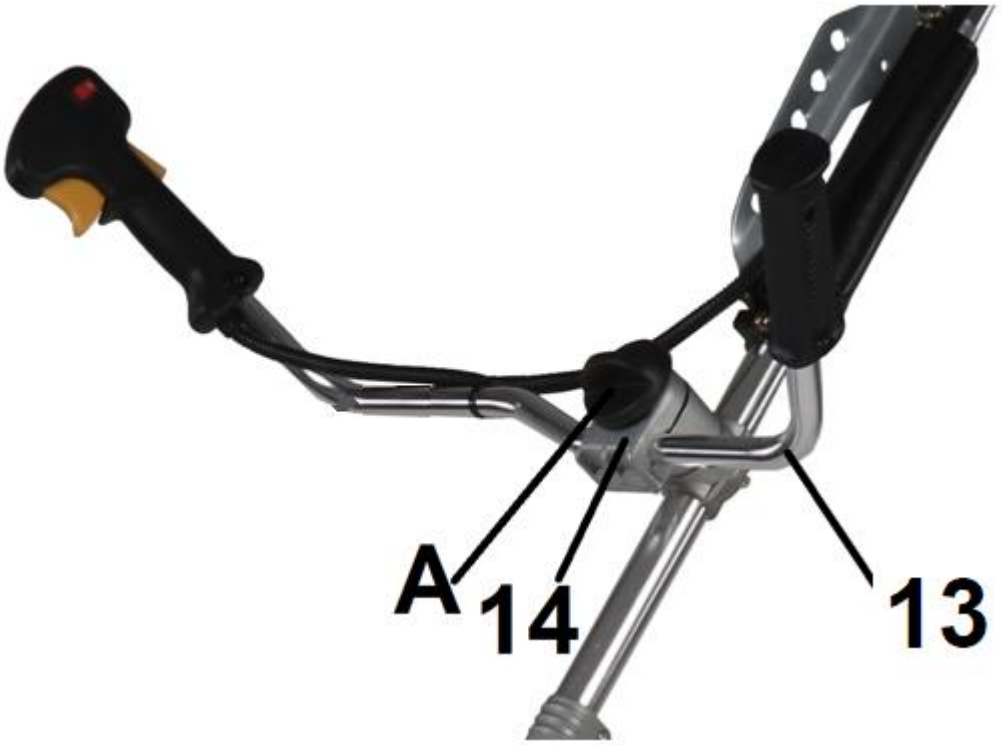

Rys. 2
2. Uchwyt (Rys. 2, poz. 13) powinien być tak zamontowany aby jego część zawierająca jednostkę sterującą znajdowała się po prawej stronie. Część uchwytu bez jednostki sterującej będzie wówczas po lewej stronie.
3. Poluzuj pokrętło (Rys. 2, poz. A) znajdujące się na mocowaniu kierownicy (Rys. 2, poz. 14) od uchwytu na tyle, że będziesz mógł otworzyć mocowanie i mógł włożyć łatwo uchwyt.
4. Domknij mocowanie i dokręć pokrętło (Rys. 2, poz. A).